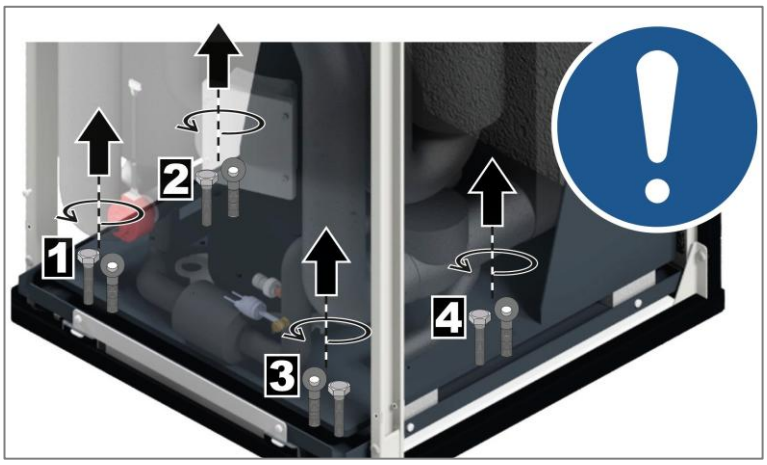

Abbildung 10: Transportsicherung lösen (vier Schraubenpaare)
Schritt 2: Transportsicherung gemäß Abbildung 10 entfernen.